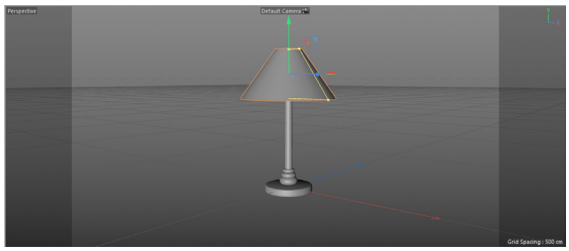

Figure 3-7(a) *The shade moved on the top of body*
4. In the Attribute Manager, choose the **Coord.** button. Next, enter **238** in the **P . Y** spinner; *shade* is moved on the top of *body,* refer to Figure 3-7(a).